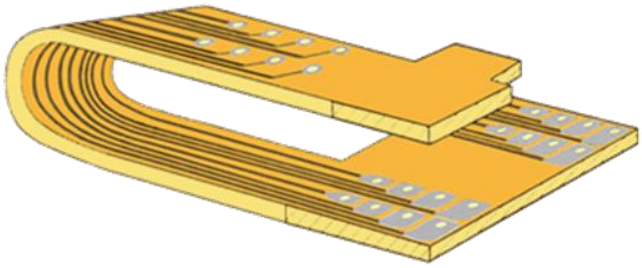

Рисунок 4 – Гибкая печатная плата
- гибкие печатные платы изготавливаются на подложке из полиимида и могут свободно изгибаться, что позволяет осуществлять монтаж таких плат в труднодоступных местах, а также использовать их в качестве гибких соединителей. Гибкие печатные платы позволяют увеличить плотность монтажа в электронных устройствах, эффективно используя 3-D пространство (Рисунок 4).